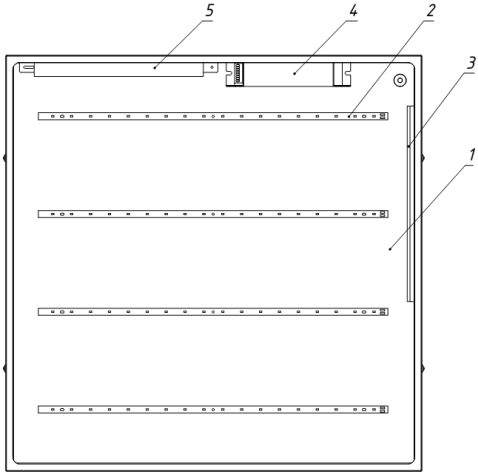

Рисунок 1 — Конструкция автономного аварийного светильника Geniled на примере Офис 595x595.
3.2. Светильник Geniled Офис состоит из основных частей (см. рисунок 1):